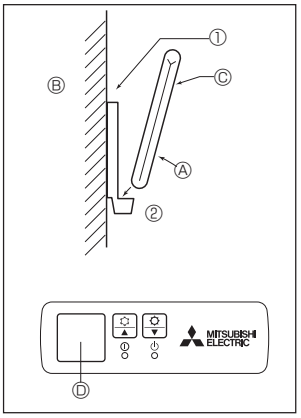

Fig. 6-2
2) Метод установки (Fig. 6-2)
① Закрепите держатель пульта дистанционного управления в выбранном Вами месте с помощью двух самонарезающих винтов.
② Вставьте низ пульта в держатель.